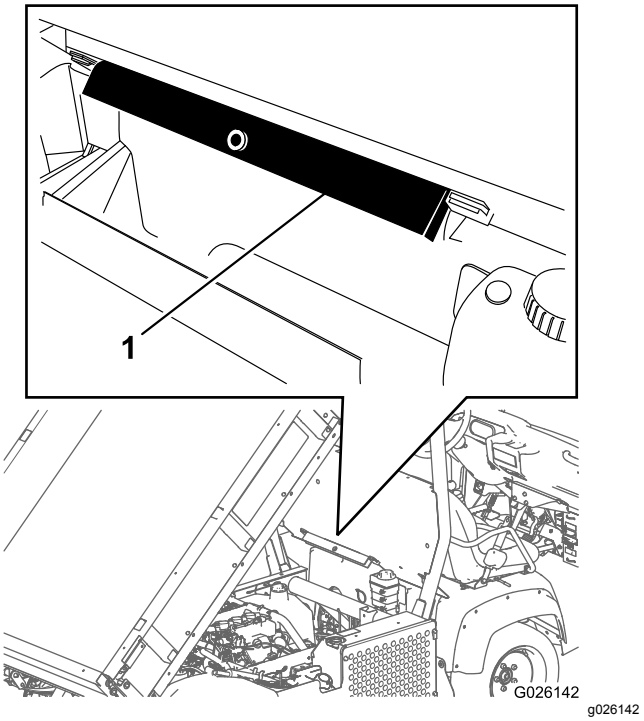

Figur 12
2. Ta loss flakstödet från förvaringsfästena baktill på vältskyddspanelen (Figur 12).